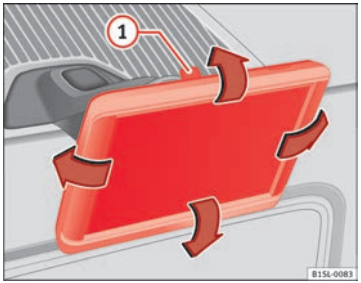

Fig. 127 In the centre console: Remove the navigator
The gradient and the angle of vision can be set by moving the navigator to the required position ⇒ Fig. 127 ⇒ ①.